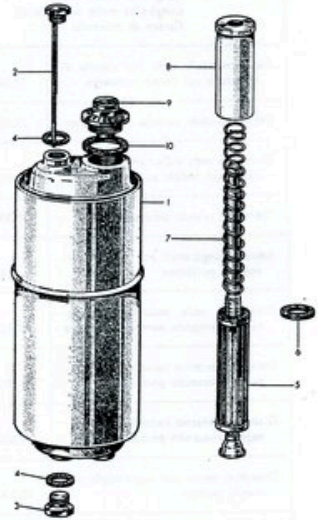

Fig. 252 - Serbatoio per sollevatore idraulico.
5) un serbatoio olio (fig. 252).